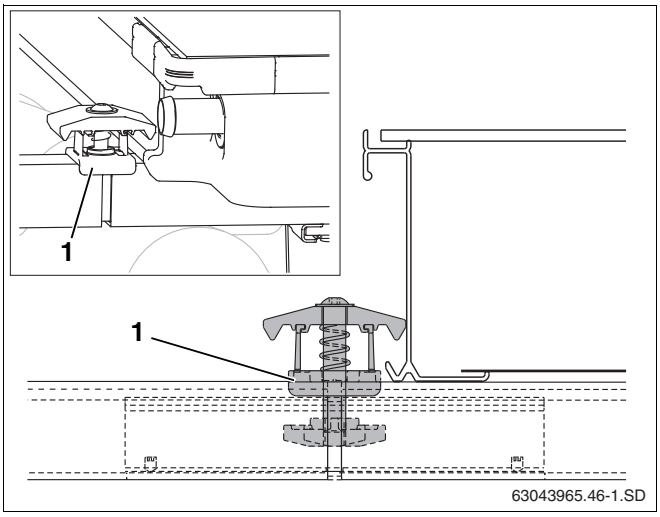

Рис. 45 Установка двухстороннего зажима
- Установите двухсторонний зажим гайкой вниз в отверстие профильной рейки и соединительной вставки так, чтобы пластмассовая распорка (рис. 45, **поз. 1**) охватывала профильную рейку.